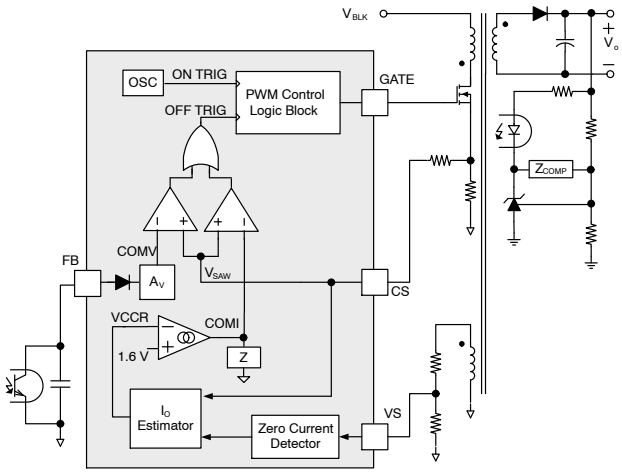

**Figure 21. Simplified PWM Control Circuit**
Figure 21 shows the simplified CV PWM control circuit of FAN6080HMX. In constant voltage (CV) regulation, the output voltage is sensed via a voltage divider and compared with the internal reference of shunt−regulator to generate a compensation signal. The compensation signal is transferred to the primary side through an opto−coupler and fed to FB pin. The FB signal is level shifted, and scaled down by an internal attenuator AV to generate the COMV signal. The COMV signal is then applied to the PWM comparator to determine the PWM duty cycle, as shown in Figure 21.
In constant current (CC) regulation, the output current estimator calculates the output current using the transformer primary side current and the rectifier diode conduction time which is sensed on the VS pin. By comparing the estimated output current with an internal reference signal, COMI signal is generated, which determines the PWM duty cycle, as shown in Figure 21.
Two internal comparators are used to compare the COMV and COMI signals with sawtooth waveform ($V_{SAW}$) in order to determine the PWM duty cycle. As shown in Figure 21, the outputs of the two comparators are combined with an OR gate to determine the MOSFET turn−off instant. The lower between the COMV and COMI signals determines the PWM duty cycle. In CV mode, COMV determines the PWM duty cycle while COMI signal is saturated to high level. Whereas, in CC mode, COMI determines the PWM duty cycle while COMV signal is saturated to high level.